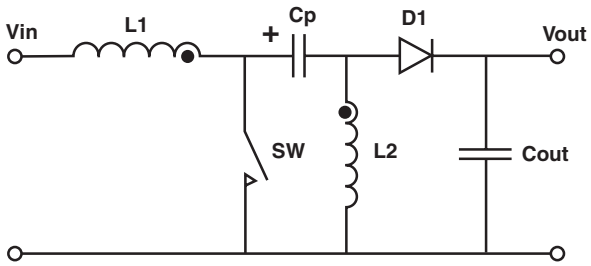

Figure 1 - Simple SEPIC Circuit
Figure 1 shows the simple circuit diagram for a SEPIC, during the switch (SW) ON time the voltage across both inductors is equal to Vin. This is obvious for L1, however it is not so clear for L2. In order to understand this we first need to look at the voltage across Cp, neglecting ripple voltage, this voltage is constantly at the value of Vin. The simplest way to see this is when the circuit is at equilibrium, under these conditions there is no DC voltage across L1 or L2, so one side of the capacitor is at Vin and the other at zero volts.